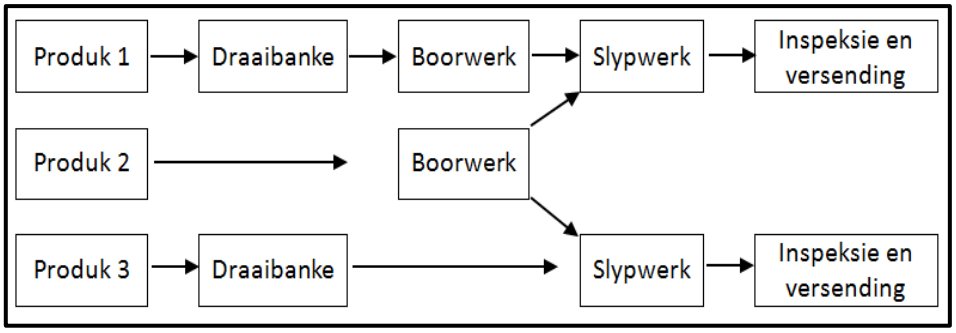

FIGUUR 2.3.1 (1)
2.3 Identifiseer die werkswinkeluitlegte in FIGUUR 2.3.1 en 2.3.2 hieronder.